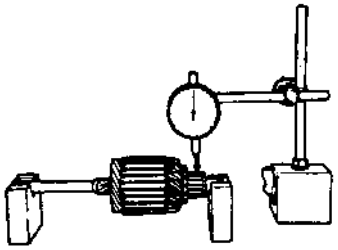

Figure 6.2-4
(2) Check the collector for uneven friction. In case of bent armature shaft, replacement is a must. If the armature shaft is not bent, Check the non-roundness of the collector according to Figure 6.2-4. If the deflection of indicator of dial gauge exceeds the limit, repair or replace it.